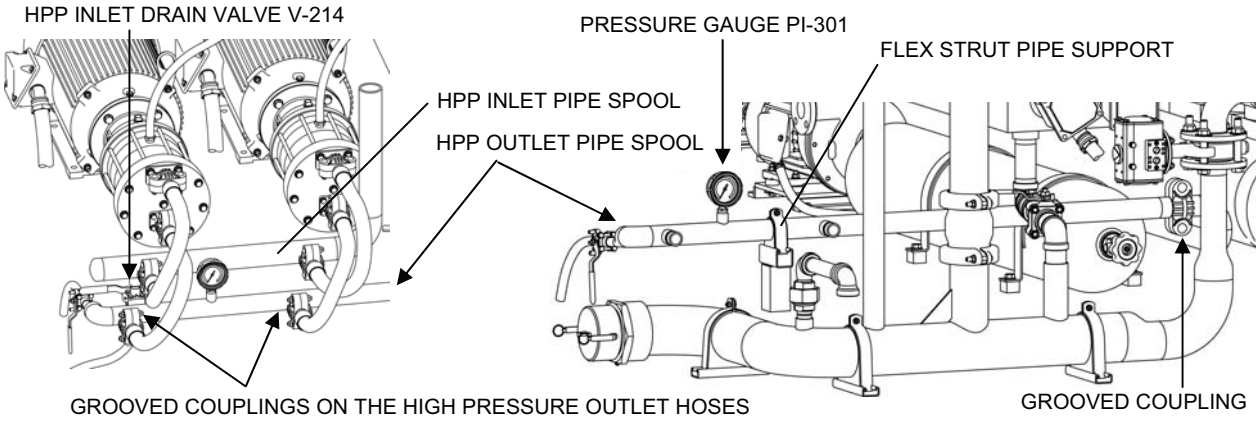

Figure 12. High Pressure Pump Outlet Pipe Spool Removal.
7. Remove High Pressure Pump Inlet Drain Valve V-214 from the High Pressure Pump Inlet Pipe Spool (see Figure 12).
8. Remove the High Pressure Pump Outlet Pipe Spool as follows (see Figure 12):